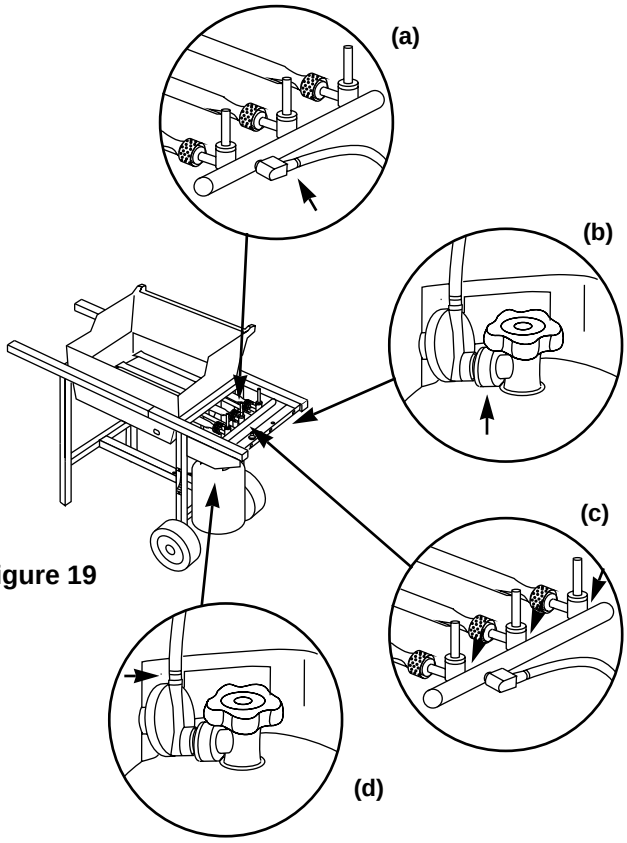

Figure 19
a) Hose to manifold connection. Figure 19 (a).
b) Regulator to tank connection. Figure 19 (b).
c) Valves to manifold connections. Figure 19 (c).
d) The hose to regulator connection. Figure 19 (d).